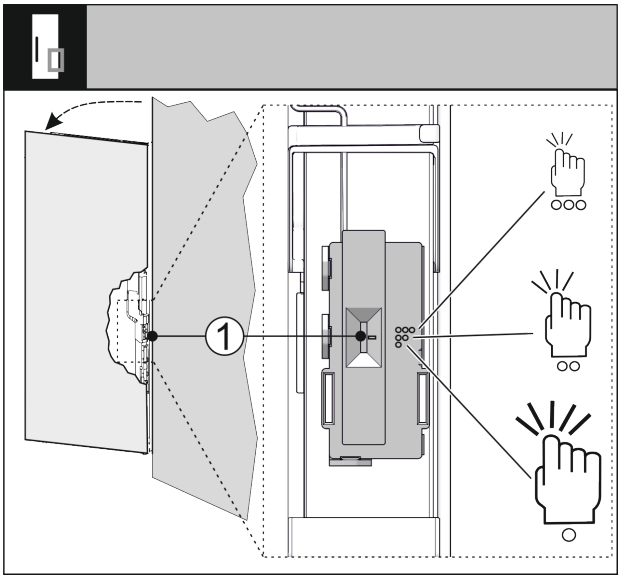

Fig. 71
U kunt de gevoeligheid van de klopsensor via een schakelaar *Fig. 71 (1)* instellen. De schakelaar zit aan de scharnierzijde op het onderste derde deel van de deur.
- ▶ Schuif de schakelaar *Fig. 71 (1)* naar de gewenste schakelaarstand.